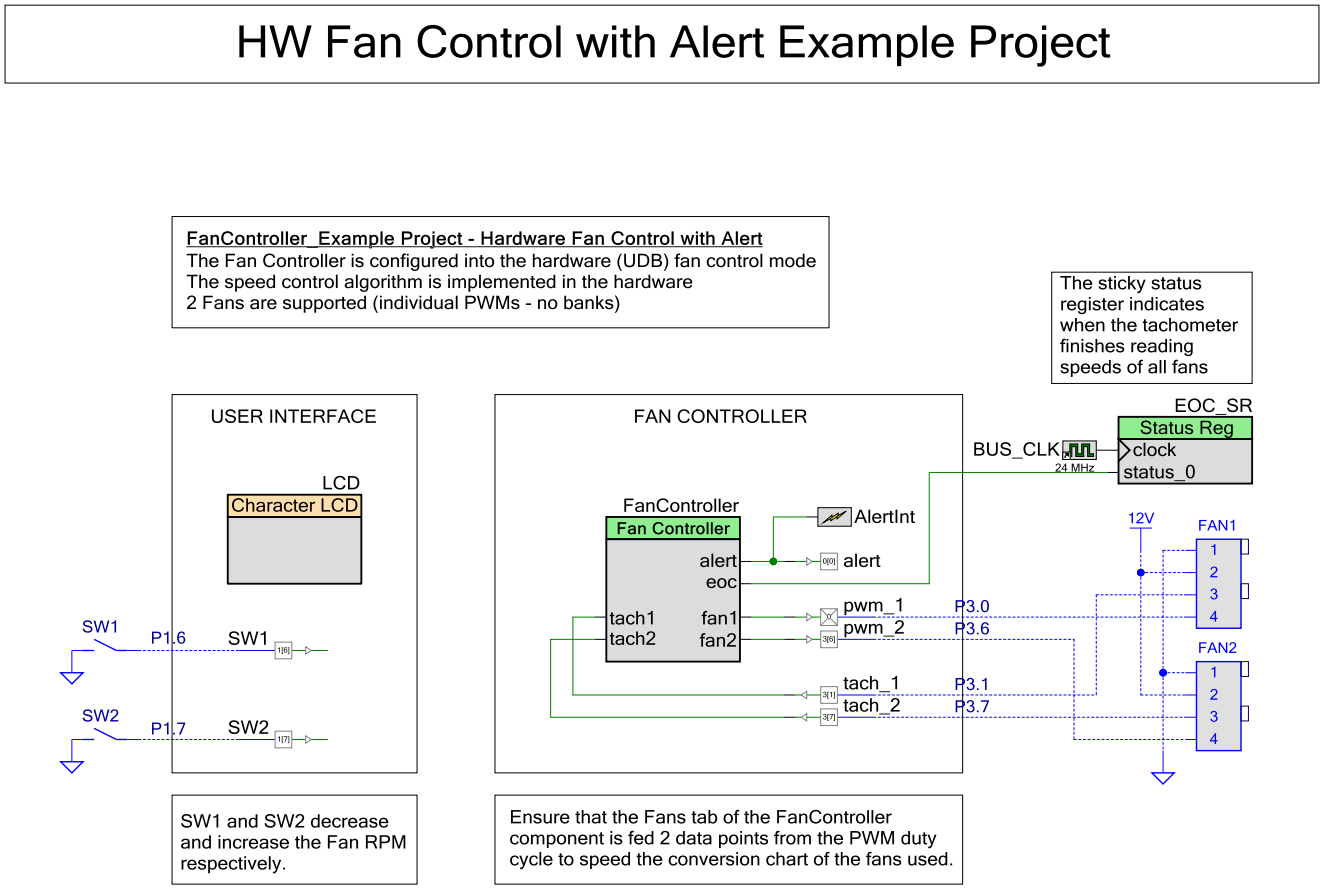

Figure 1. TopDesign schematic
2. Connect two 4-Wire Fans to the appropriate pins as shown in Figure 1. Note that if using the PSoC Thermal Management EBK (CY8CKIT-036), this can be connected to Port A on the CY8CKIT-001 or Port E on CY8CKIT-030/050. For the CY8CKIT-036, modify the project design-wide resources to reassign the fan PWM and tachometer pins from P0 to P3.
The TopDesign schematic looks as shown in Figure 1 below. The Character LCD is configured in its default mode. The FanController is set to Hardware Control. Stall and Speed Alerts are enabled in the 'Basic' tab of the configuration window. In the 'Fans' tab, 2 10-bit PWM outputs are defined. It is crucial to enter two data-points from the duty-cycle-to-RPM